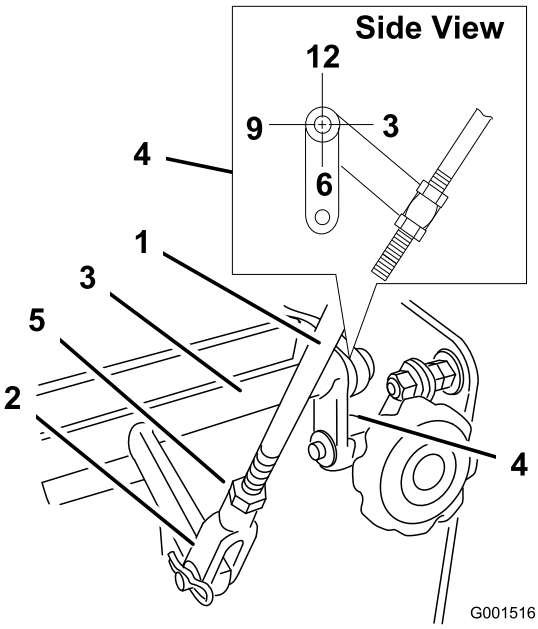

Figur 30
4. Kontroller retningen af tapperne på enderne af hastighedskontrol-krumtappen. Sørg for, at disse tapper peger lige nedad cirka mod positionen klokken 6 (Figur 30).
5. Juster den gevindskårne gaffel nederst på hastighedsledforbindelsen, indtil tapperne befinder sig i positionen klokken 6 (Figur 30).